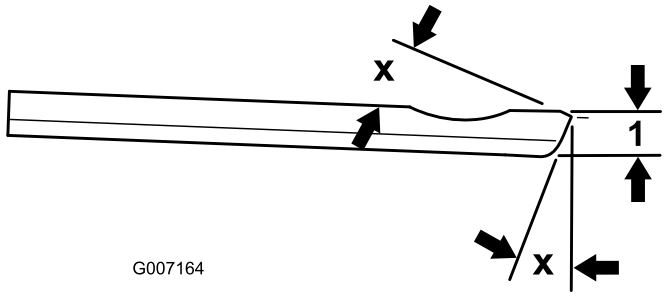

**Figur 20**
**Bemærk:** Den anbefalede slibevinkel for den øverste og forreste bundkniv er 3 til 7 grader (Figur 20).